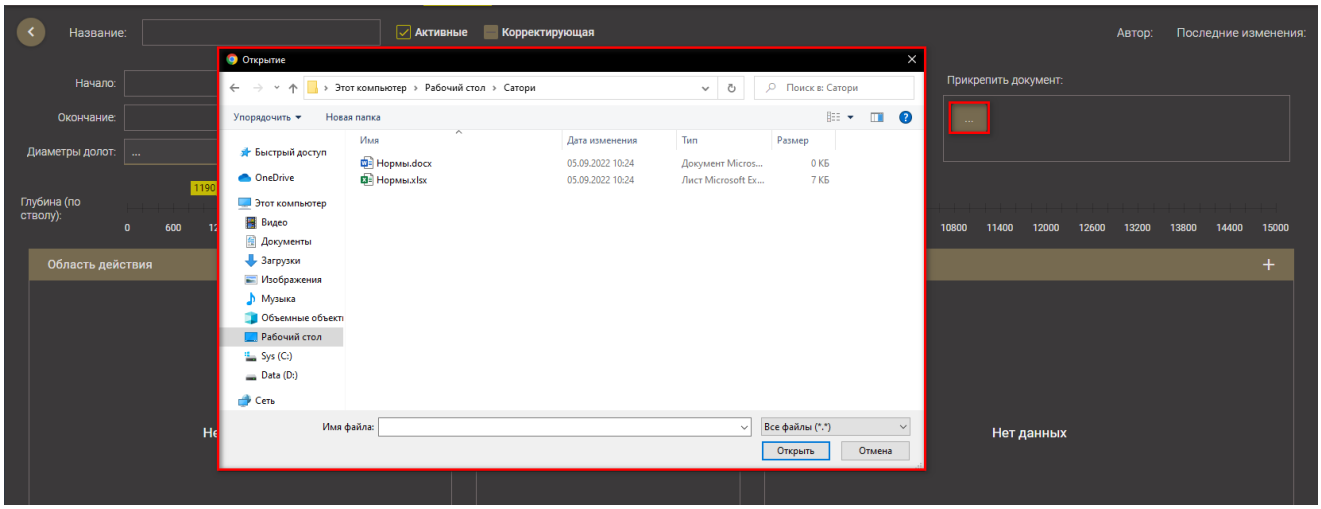
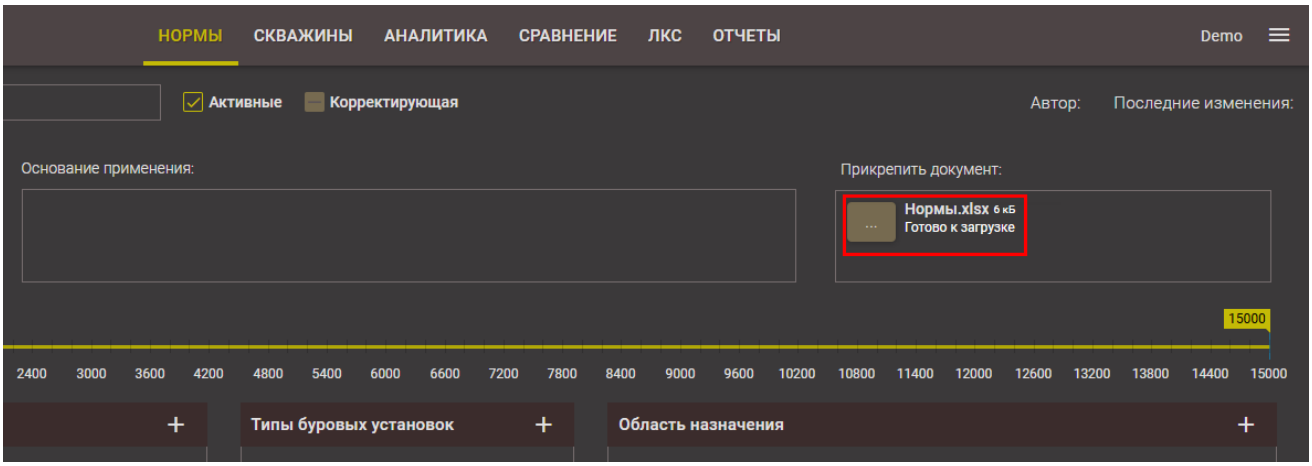

Рис. 2.10
Рис. 2.11
- *Прикрепить документ* – можно прикрепить документ, нажав кнопку ... и выбрав документ в стандартном диалоговом окне (рис. 2.10). После выбора документа отобразится его название (рис. 2.11). Документ можно скачать, нажав кнопку ⬇, или удалить, нажав кнопку 🗑.